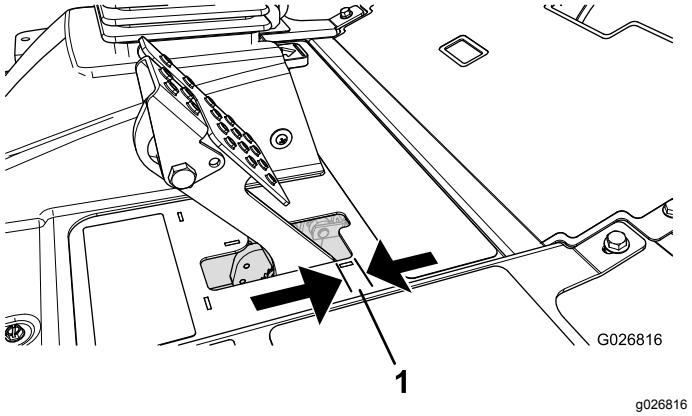

Figuur 96
Stel de remmen af als het rempedaal meer dan 25 mm speling heeft, of als er meer remkracht nodig is (Figuur 96). Met speling wordt de afstand bedoeld die het rempedaal wordt ingetrapt voordat er remweerstand wordt gevoeld.
2. Draai de achterste moer vast om de kabel naar achteren te halen totdat de rempedalen 0,63 tot 1,27 cm speling hebben voordat het wiel blokkeert (Figuur 96).